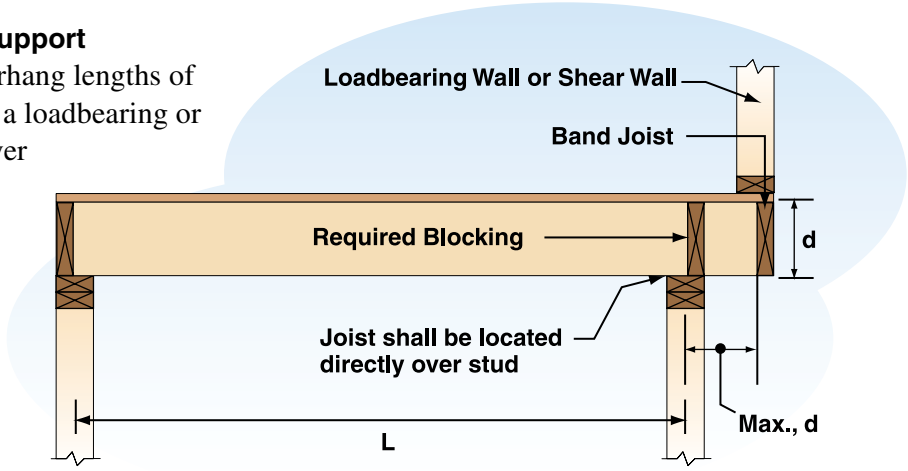

Figure 8. Cantilever with Loadbearing Wall or Shear Wall
- **Cantilevered Floor Joists that Support Loadbearing or Shear Wall.** Overhang lengths of cantilevered floor joists supporting a loadbearing or shear wall at the end of the cantilever shall be limited to the depth, d, of the joists (See Figure 8).